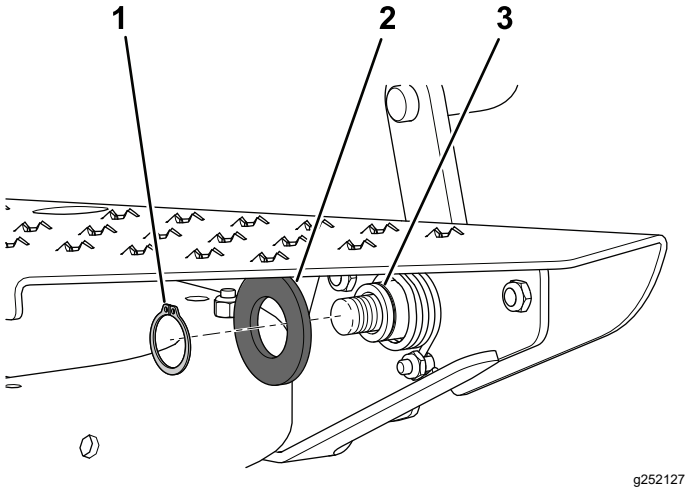

Figura 8
7. Fixai arcul de torsiune pe placa bucei cu o aibă plată (1⅛ x 2") i un inel de fixare (Figura 8).